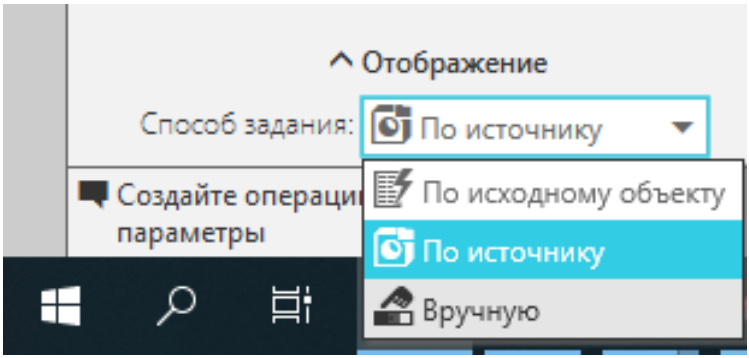
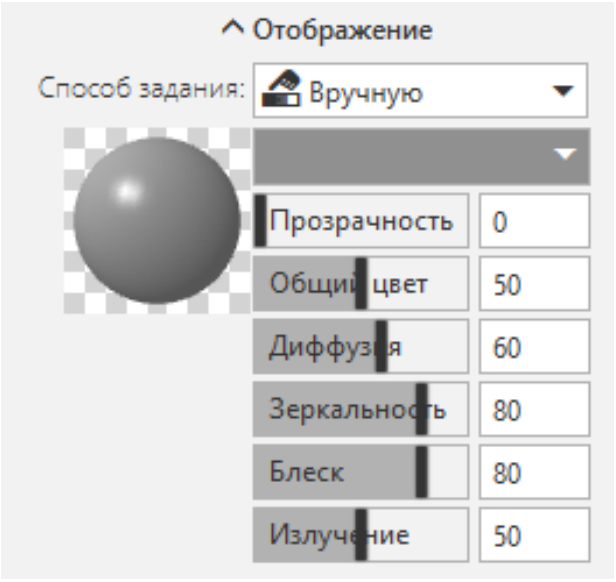
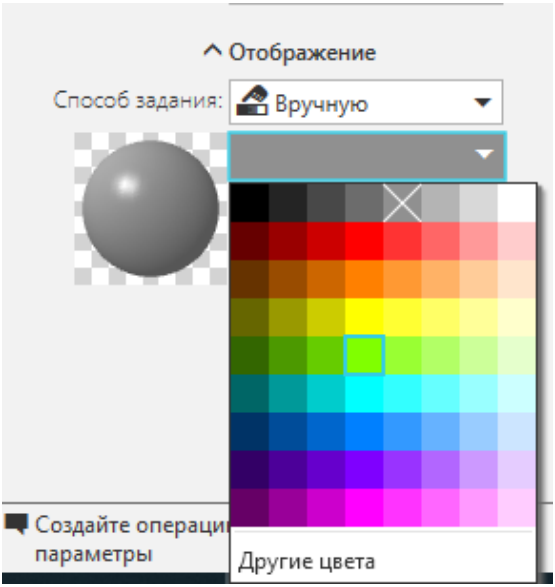

Рис. 8.13
Рис. 8.14
Рис. 8.15
7) Не выходя из команды, измените параметры раздела ***Отображение*** (внизу панели параметров) (рис. 8.13) на Способ задания: ***Вручную***. Раскроется панель изменения цвета и настройки свойств (рис. 8.14). Раскройте панель выбора цвета, нажав на треугольник справа на прямоугольнике, отображающем текущий цвет модели и выберите любой цвет (рис. 8.15).